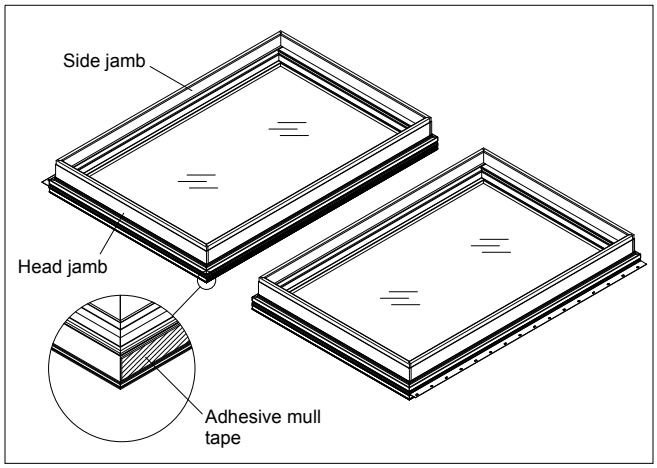

**Figure 9**
4. Lay the lower assembly on a flat surface in the desired mulling configuration (interior facing up). Remove nailing fin and drip cap from head jambs and side jambs that will be mulled together. Apply mull sealing tape the full length of the jamb ensuring that it is located 1/4″ (6) from the exterior edge of the Ultrex frame as shown in figure 9.